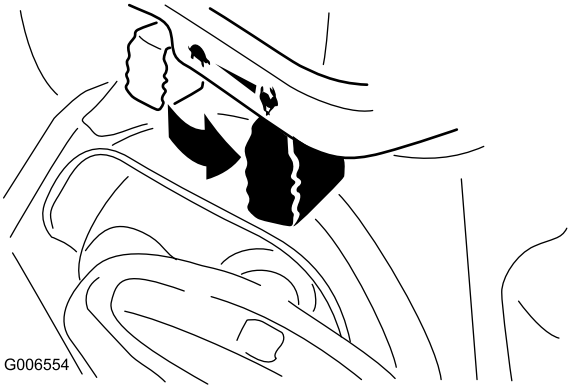

Figur 25
6. Sett gassen til Hurtig-stilling (Figur 25).